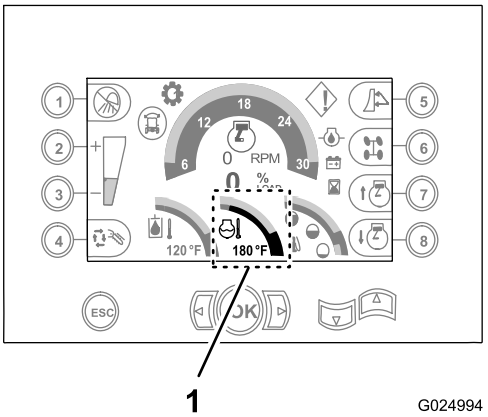

Bild 102
C. Lassen Sie den Motor fünf Minuten lang laufen, oder bis die Anzeige für die Kühlmitteltemperatur auf dem Command-Center-Display 82°C anzeigt. Stellen Sie den Motor dann ab (Bild 102).